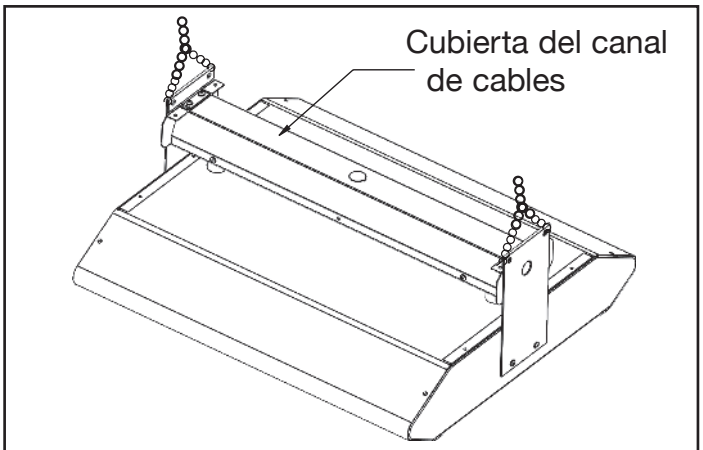

Figura 3
Referirse a la figura 3 y proceder como sigue.
2. Coloque cadenas de bucle (no incluidas) en cada extremo del soporte de montaje como se muestra en la Figura 3.
4. Extraer los tornillos (ver la figura 3) desde el frente de la cubierta del canal de cables y permitir que el calentador gire en sentido descendente para cablear.